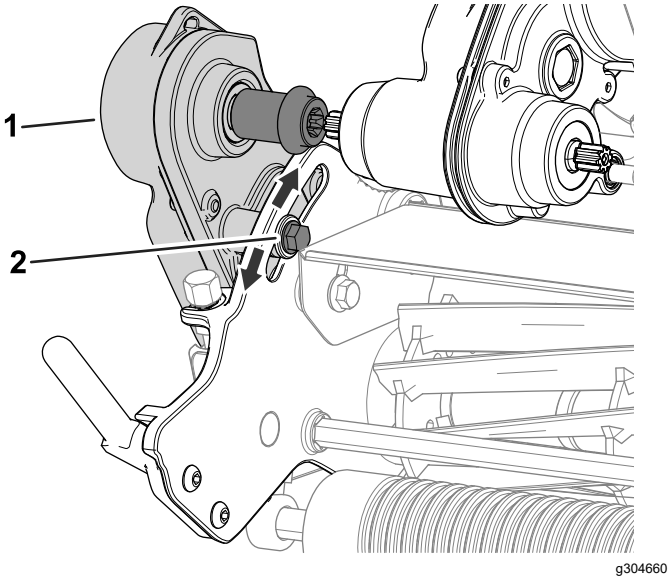

Figur 47
1. Lossa skruven enligt Figur 47.